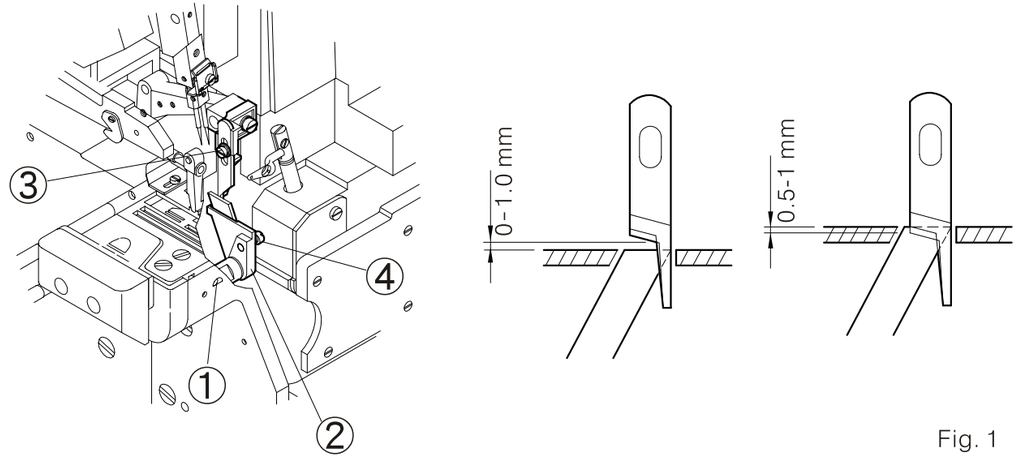

Fig. 1
1. Reemplace el rebordeador superior (Fig.1)
2. Reemplace el rebordeador inferior (Fig. 1)